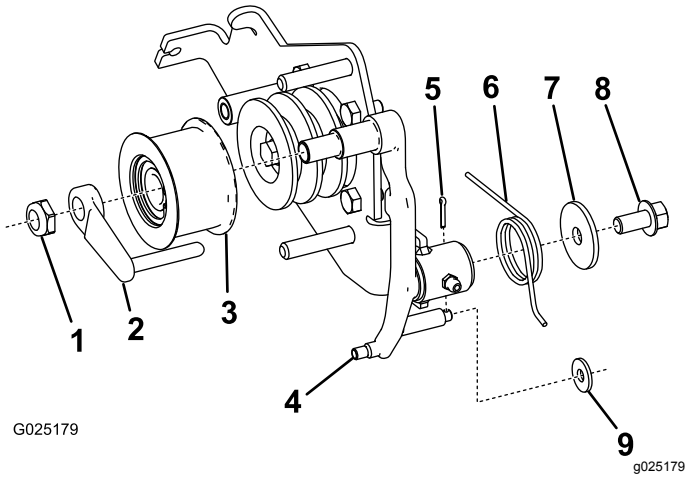

Figur 2
4. Fjern momentfjederen, spændeskiven, bolten og kabelforbindelsen fra koblingsarmen (Figur 2).
2. Monter den eksisterende torsionsfjeder, spændeskive og bolt på den nye koblingsarm (Figur 2).